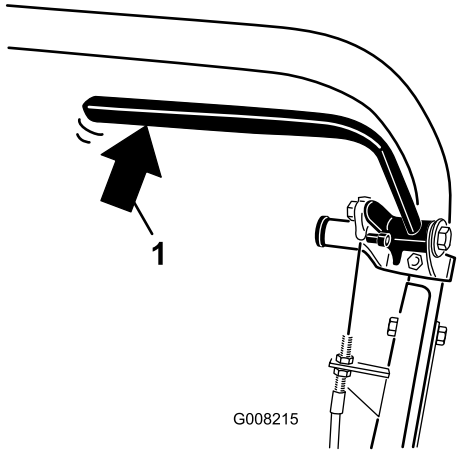

Figuur 31
2. Gebruik een weegschaal en druk de hendel van de bedrijfsrem in (Figuur 31). De parkeerrem moet loskomen als er 13,5 tot 18 kg kracht wordt uitgeoefend. Als de parkeerrem vrijkomt voordat er 13,5 tot 18 kg kracht wordt uitgeoefend, moet de remkabel worden afgesteld. Ga verder met stap 3.